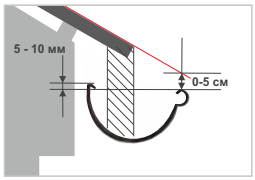

рис. 1
1.4 Вертикальная проекция нижней кромки кровельного покрытия должна выступать на 1,5 - 6 см от внутренней кромки желоба. При этом желоб не должен пересекать плоскость, которая является продолжением поверхности кровли, во избежание повреждений, вызванных сходом снега с кровли (рис. 1). Рекомендуется установка карнизной планки (капельника) или фартука свеса.